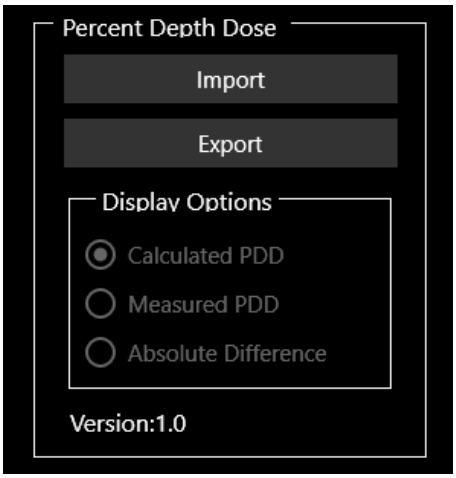

Figure 10.10: PDD-Dialogbox
3. Überprüfen Sie die Daten für die berechnete Tiefendosis (PDD) (siehe Abbildung 10-10).